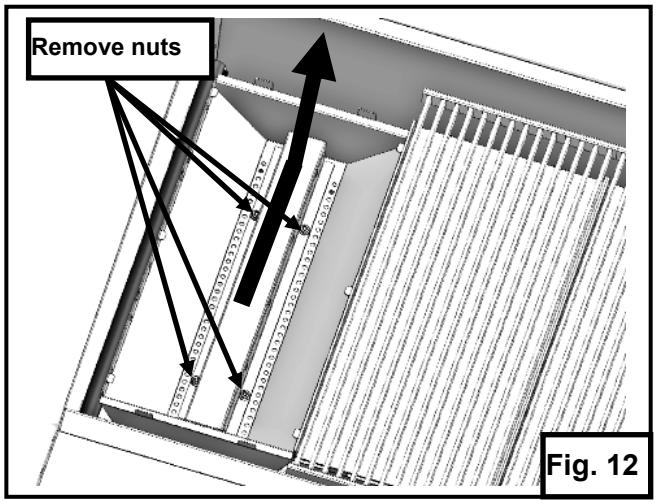

Fig. 12
3. Remove the four nuts that are securing the burner to the burner box assembly. Fig. 12.
4. Lift the burner slightly, then slide to the rear of the unit and lift out. Fig. 12.